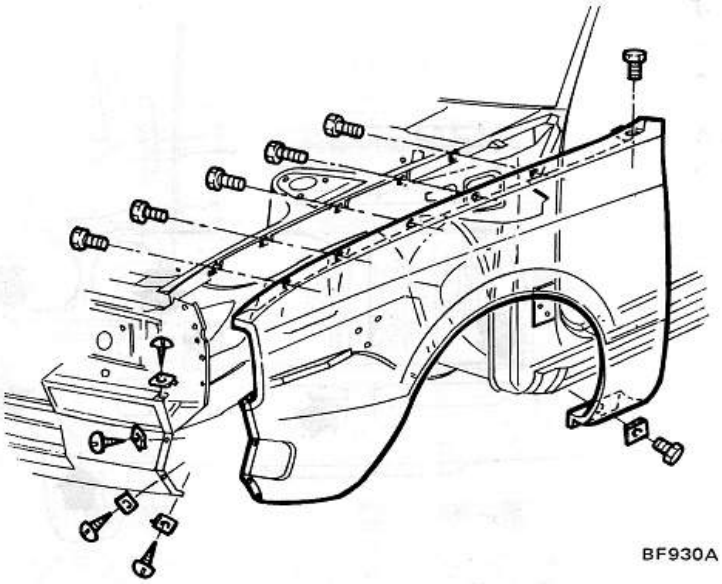

Fig. BF-12 Dépose de l'aile avant
2. Déposer les vis de fixation de l'aile à la joue d'aile, au bavolet et au bas de marche. Voir Fig. BF-12.